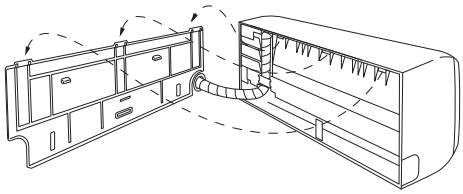
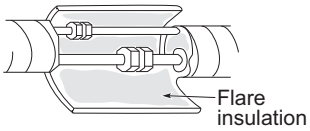

Fig. 2-263
Fig. 2-264
(2) Push the wiring, refrigerant tubing, and drain hose through the hole in the wall. Adjust the indoor unit so it is securely seated on the rear panel. (Fig. 2-263)
(3) Carefully bend the tubing (if necessary) to run along the wall in the direction of the outdoor unit and then tape as far as the fittings. The drain hose should come straight down the wall to a point where water runoff won't stain the wall.
(4) Connect the refrigerant tubing to the outdoor unit. (After performing a leak test on the connecting part, insulate it with the tubing insulation. (Fig. 2-264)).